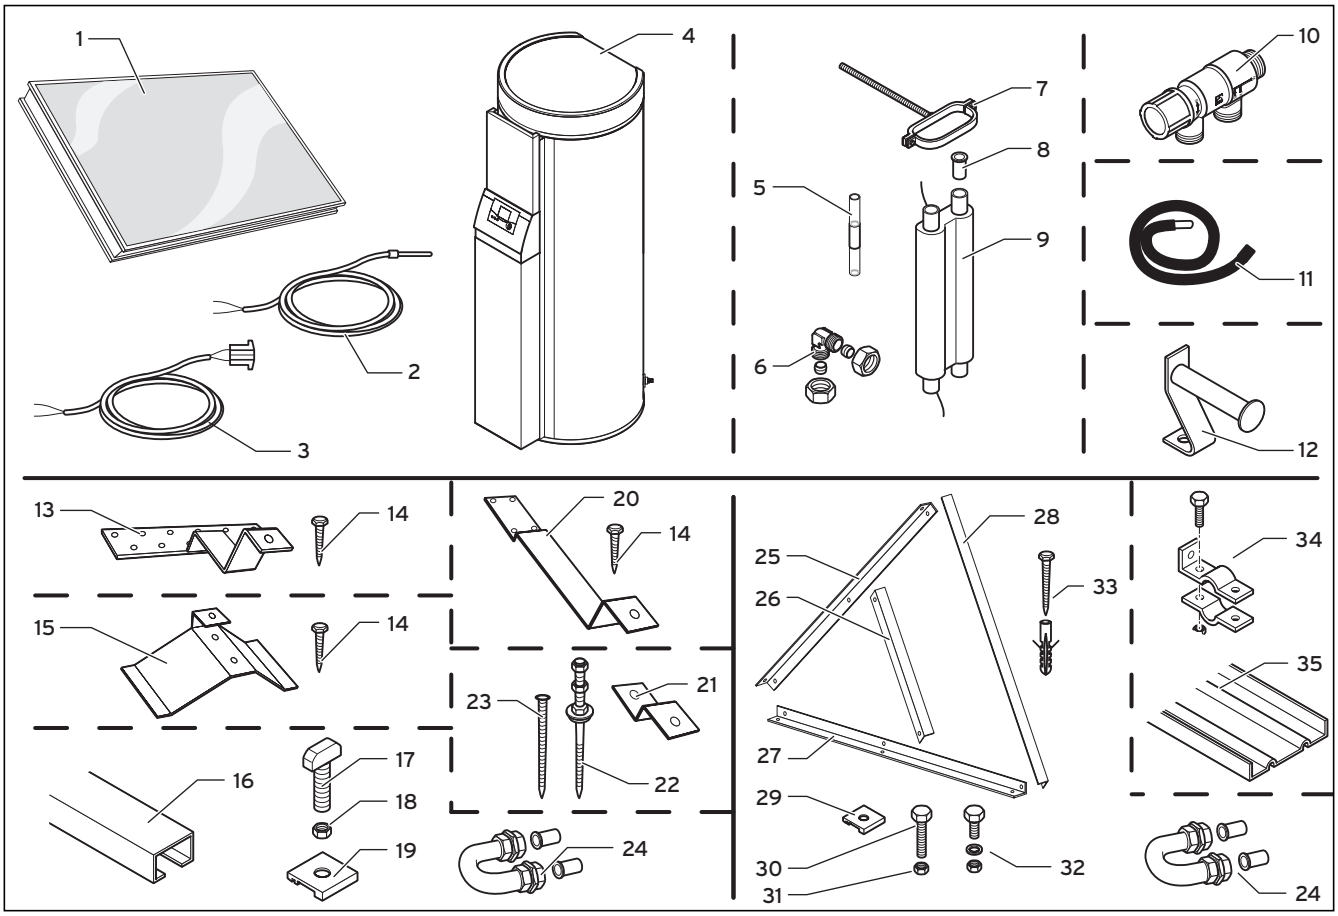

Bild 2.1 Leveransens innehåll för auroSTEP-system
Positionsnumret i efterföljande tabell 2.1 till 2.4 avser bild 2.1.
* Denna sats innehåller dessutom pos. 1 till 4 (se bild 2.1).